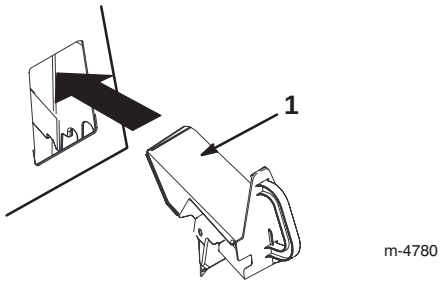

Bild 17
4. Stecken Sie den Recycler-Verschluss in die Öffnung, siehe Bild 17.